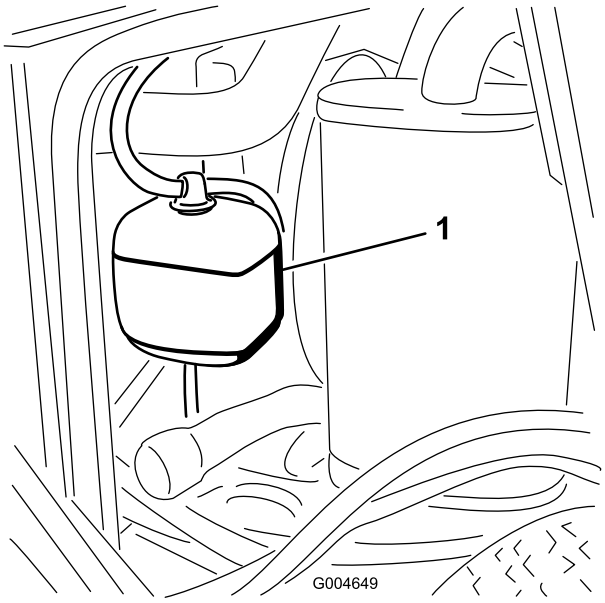

Figuur 46
1. Controleer het koelvloeistofpeil in de expansietank (Figuur 46).